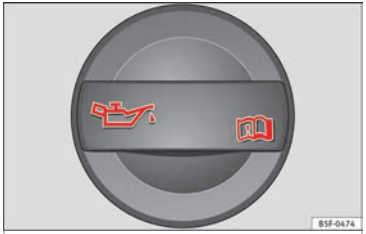

Fig. 243 In the engine compartment: Engine oil filler cap.
- The engine oil filler neck can be recognised by the symbol on the cap ››› **Fig. 243** and the dipstick by its coloured handle.
- Unscrew the cap from engine oil filler neck on the cylinder head ››› **Fig. 243**. If you are not sure where the cap is, request help from a specialist.